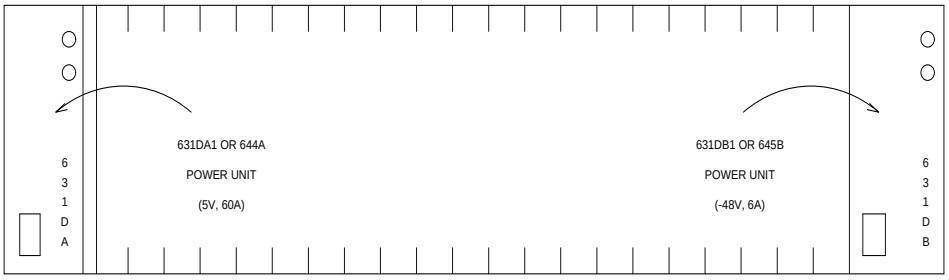

Figure 10-28. Locations of Power Units
14. Install the new power units into the ‘‘B’’ carrier. There are two different pairs of power units available. They are the 631DA1 and 631DB1 (for AC power), and the 644A and 645B (for DC power). Do not interchange the units. The 631DA1 or 644A is installed on the left side, while the 631DB1 or 645B is installed on the right side (See Figure 10-28).